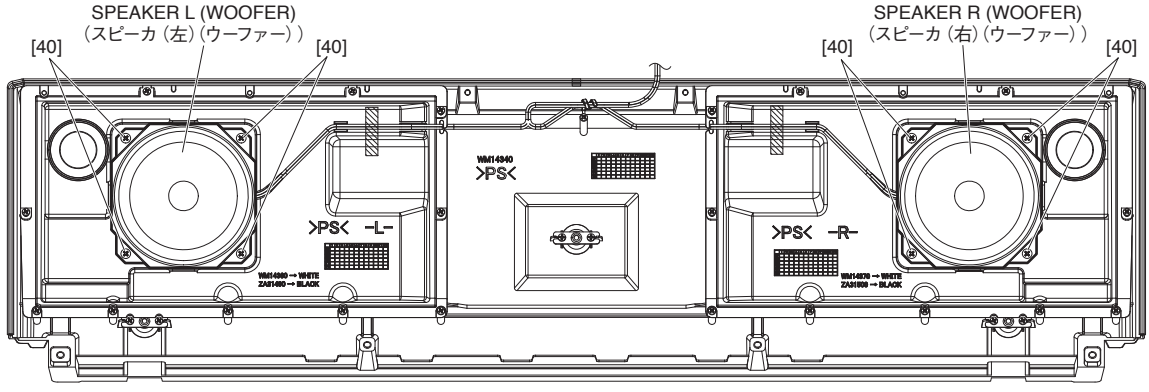

Fig. 10（図10）
13-2 Remove the four (4) each screws marked [40] to the right and left. The speakers (woofers) to the right and left can then be removed. (Fig. 10)
13-2 [40] のネジを左右 4 本ずつ外して、左右のスピーカ（ウーファー）をそれぞれ外します。（図 10）